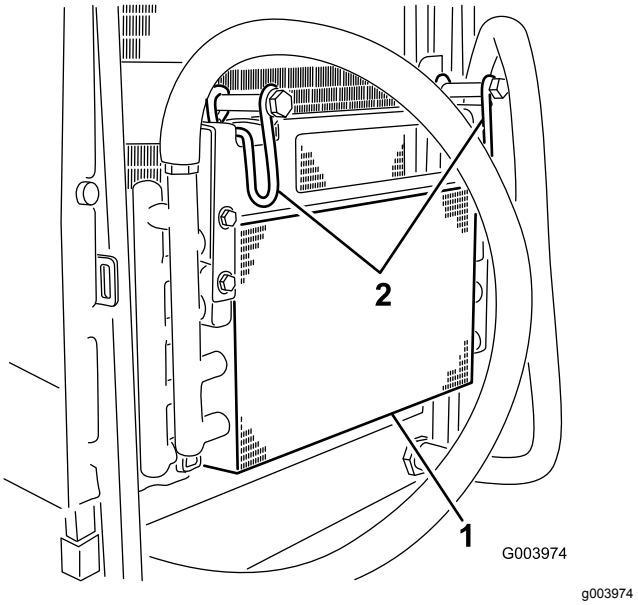

**Figur 63**
5. Vrid spärrhakarna inåt för att frigöra oljekylaren (Figur 63).